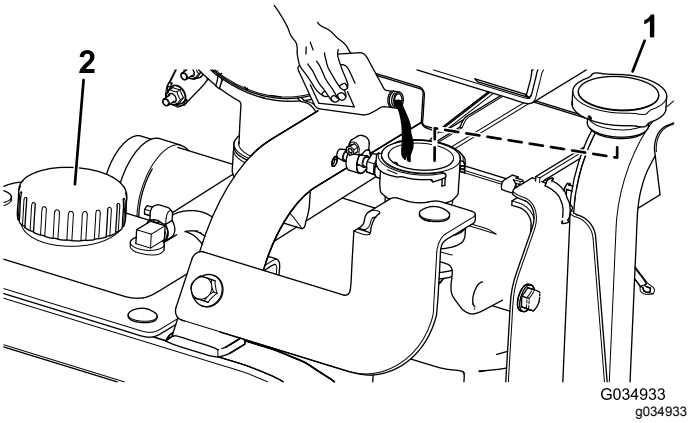

**Figur 125**
5. Fyld køleren med kølevæske, indtil kølevæskestanden er i niveau med kanten af påfyldningshullet (Figur 125).